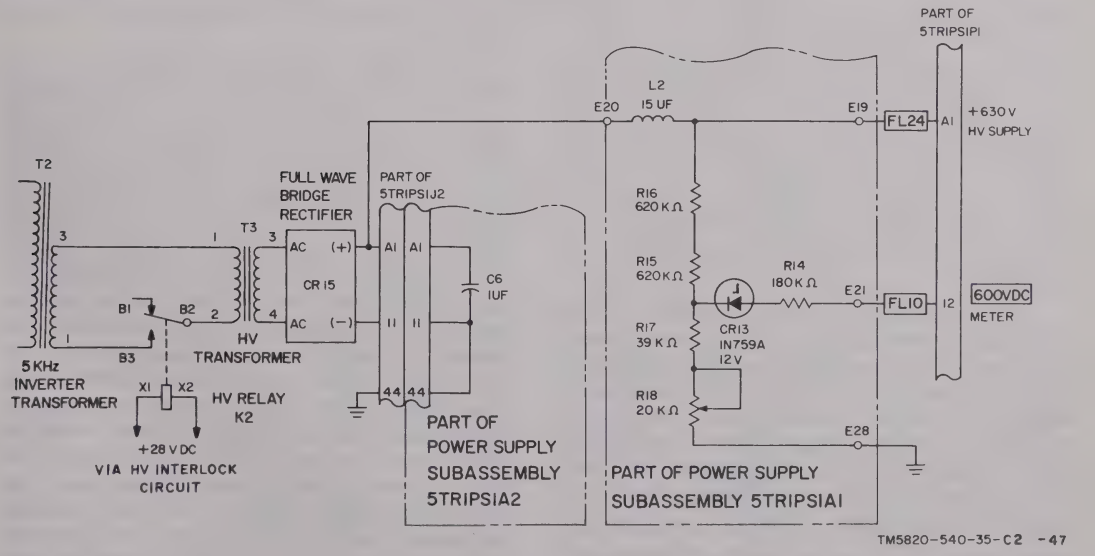

Figure 2-27. Power supply, 630-volt dc supply, simplified schematic diagram.
(7) High voltage (620v) power supply (fig. 2-27). A 200v, 5-kHz square wave output, taken across pins 1 and 3 of inverter transformer T2, is fed to contact B2 of relay K2. 28v dc to the